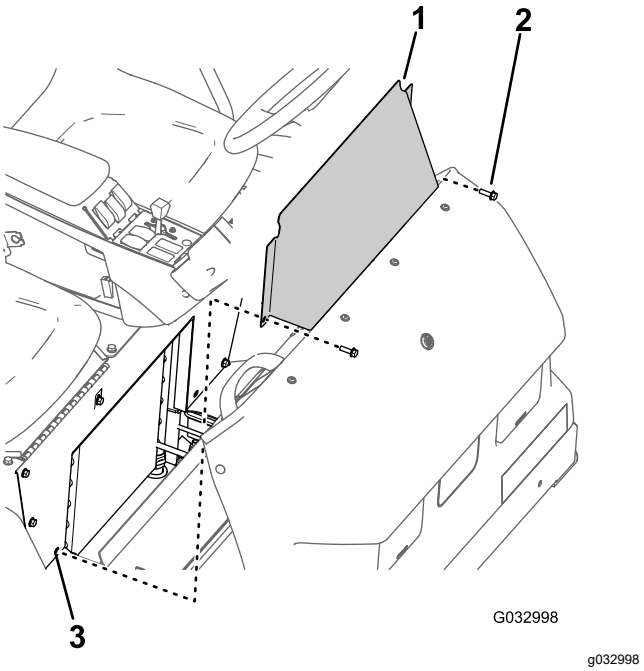

Figure 64
1. Remove the 2 flanged-head bolts that secure the seat-base-access panel to the seat base (Figure 64).
2. Remove the seat-base-access panel from the machine (Figure 64).
1. Align the holes in the seat-base-access panel with the holes in the seat base (Figure 64).
2. Assemble the seat-base-access panel to the seat base with the 2 flanged-head bolts (Figure 64) that you removed in step 1 of Removing the Seat-Base-Access Panel (page 52).